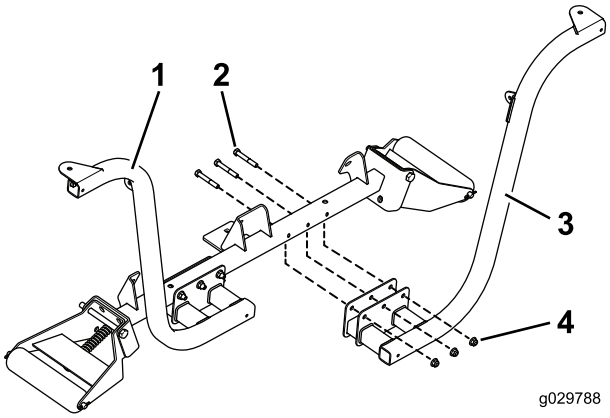

Figure 10
1. Fasten the left and right headlight brackets to the front of the roller-support tube with 6 bolts (3/8 x 2-1/2 inches) and flange nuts (3/8 inch) as shown in Figure 10.